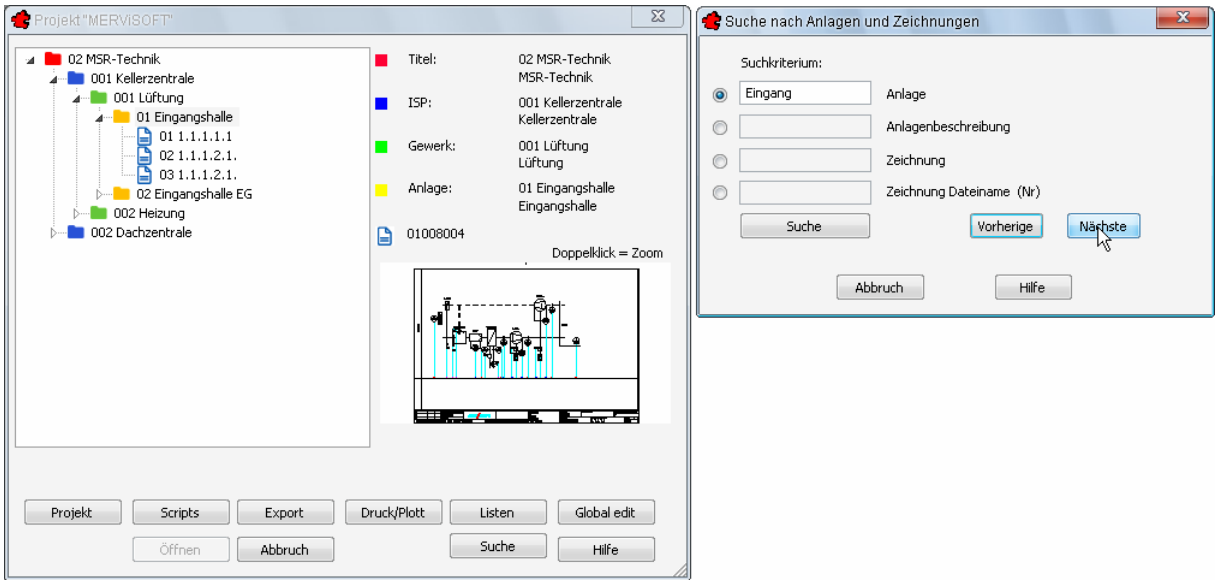

Bild 4.5 – Zeichnungen in der neuen Explorer-Ansicht suchen
- Zeichnung suchen (Anlage) (Abb. 4.5)